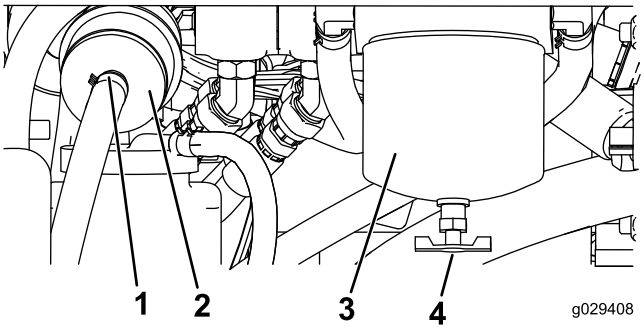

Figuur 47
4. Het brandstoffilter bevindt zich aan de achterzijde van de motor (Figuur 47). Plaats er een opvangbak onder.
4. De brandstoffilters bevinden zich aan de rechterzijde van de motor (Figuur 47). Plaats er een opvangbak onder.
5. Reinig de omgeving van de plaats waar de filterbus wordt gemonteerd (Figuur 47).
6. Verwijder de filterbus en reinig de plaats waar deze wordt gemonteerd (Figuur 47).
9. Monteer de filterbus met de hand totdat de pakking contact maakt en draai deze vervolgens nog een halve slag verder (Figuur 47).
10. Het inlinefilter bevindt zich links van de brandstoffilterbus (Figuur 47). Let op de richting van de pijl op de zijkant van het inlinefilter.
11. Open de klemmen aan de uiteinden van het inlinefilter en schuif de slangen eraf (Figuur 47). Gooi het filter weg.
12. Schuif de slangen over het uiteinde van een nieuw filter (Figuur 47) en zorg ervoor dat de pijl op het filter naar de motor of de elektrische brandstofpomp wijst.